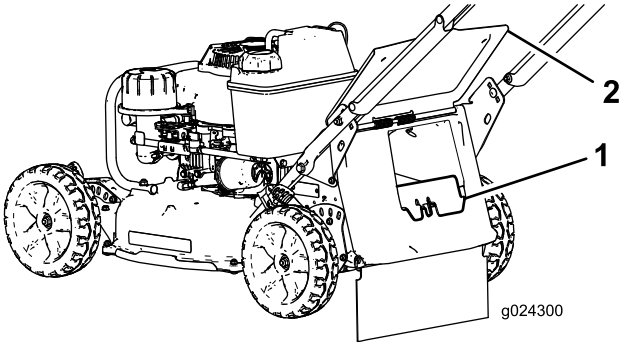

Figur 16
- Om den bakre utkastarpluggen inte har monterats tar du tag i dess handtag, öppnar den bakre luckan och för in pluggen i den bakre utkastaren tills spärren låses på plats (Figur 16).
3. Ta bort den bakre utkastarpluggen genom att trycka in spärren med tummen och dra ut pluggen från maskinen (Figur 16).